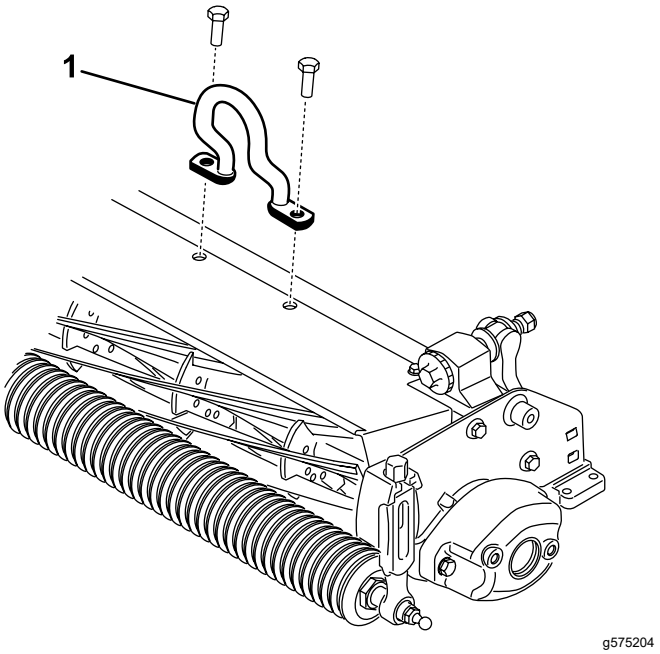

Figuur 6
2. Monteer de schuine verbinding (Figuur 6) boven op de verticuteereenheid met 2 inbusbouten.